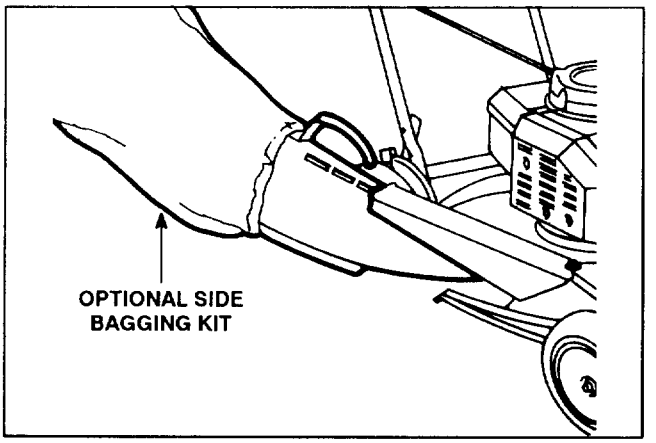

Figure 24
1. **Side Discharge Bagging Kit, Model No. 47–6510**—Side bag kit (Fig. 24) lets you bag lush grass in spring to help keep your lawn free of clippings. In the fall, bag leaves while you mow to eliminate the hand–blistering raking job.